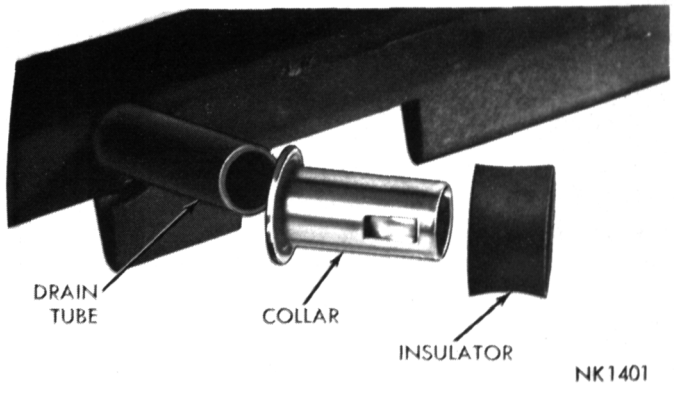

Fig. 83—Evaporator Drain Tube Collar and Insulator
(1) Install the evaporator and drain pan, being careful not to damage the case insulation; tighten the six attaching screws.
(2) Position the heater core housing on the evaporator case by hooking the housing lip on the evaporator case and pull it down into position. Secure the housing with the spring clips and screws on the two sides and bottom.
(3) Install the floor actuator and bracket.
(4) Install the collars and insulators on the two drain tubes (Fig. 83).
(5) Enter the complete heater and evaporator under